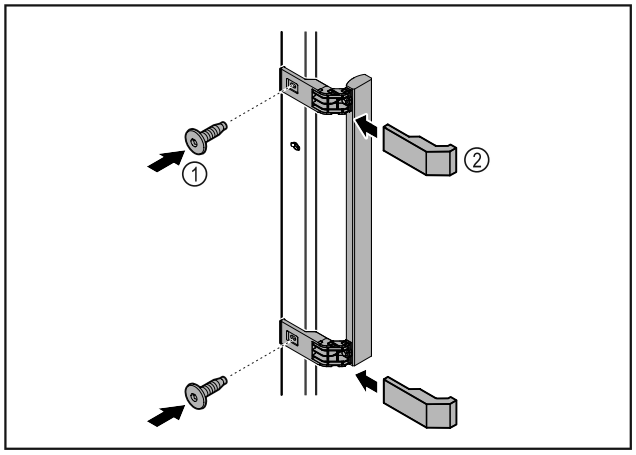

Fig. 6
- ▶ Fixer la poignée à la porte à l'aide des vis *Fig. 6 (1)* fournies.
- ▶ Mettre les caches *Fig. 6 (2)* en place.